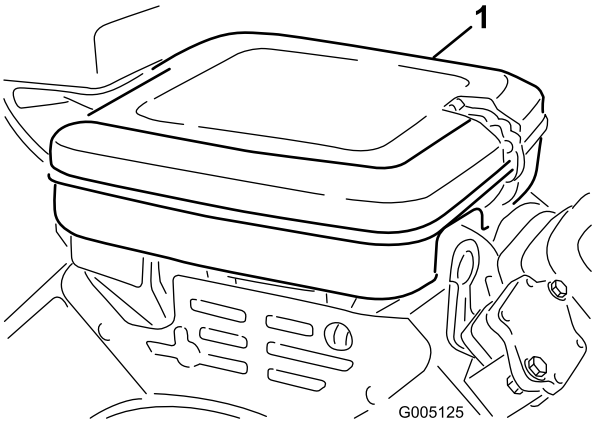

**Figur 42**
1. Udløs låseclipsene, og fjern luftfilterdækslet (Figur 42). Rengør dækslet grundigt.